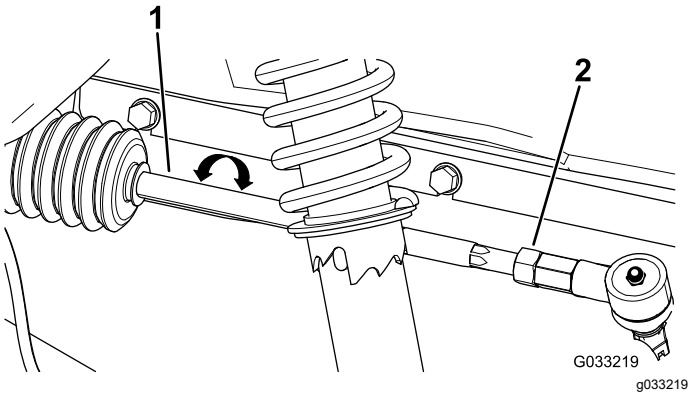

Figur 59
3. Om måttet inte hamnar inom 0–6 mm ska du lossa kontramuttrarna i den yttre änden av dragstängerna (Figur 59).